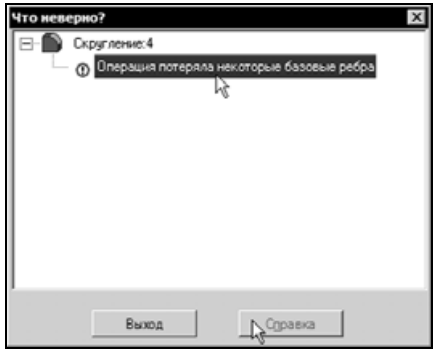

Рис. 4.42
- Справочная система содержит рекомендации по возможным путям устранения ошибок. Чтобы получить разъяснение конкретной ошибки и общие рекомендации по ее устранению, выделите описание ошибки в диалоговом окне и нажмите клавишу **Справка** (рис. 4.42).